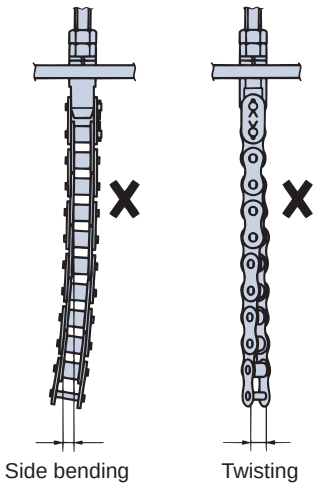

Fig. 29 Twisting of the roller chain
1) This should be carried out with the same requirements as for ordinary transmission shown in item 6.3.
2) It is important to check the lubrication of the connecting parts between the roller chain and end brackets where end brackets are installed, as welll as the parts where the roller chain winds around the sprocket. (Refer to item 3.2 on page 192.)
4) Inspect for twisting and side bending of the roller chain. If partial twisting or side bending of the chain occurs, the complete roller chain should be replaced. (Fig. 29)